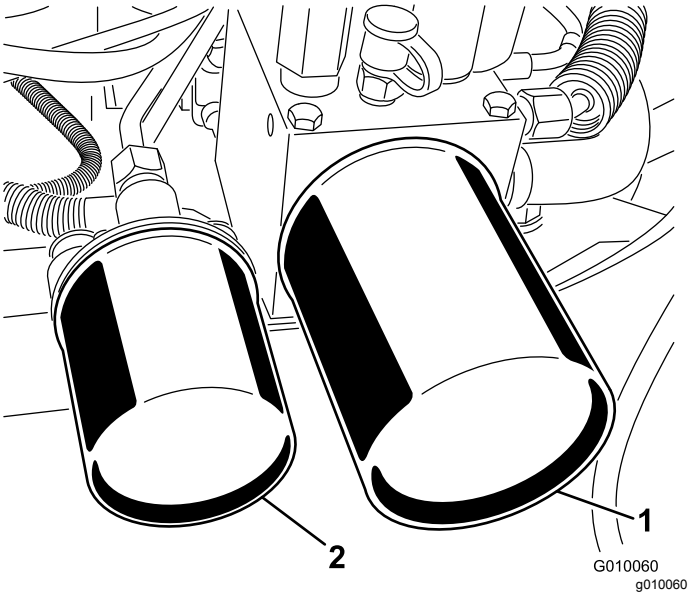

Figur 63
2. Stil et aftapningskar under filterne, fjern de gamle filtre, og tør filteradapterpakningens overflade ren (Figur 63).